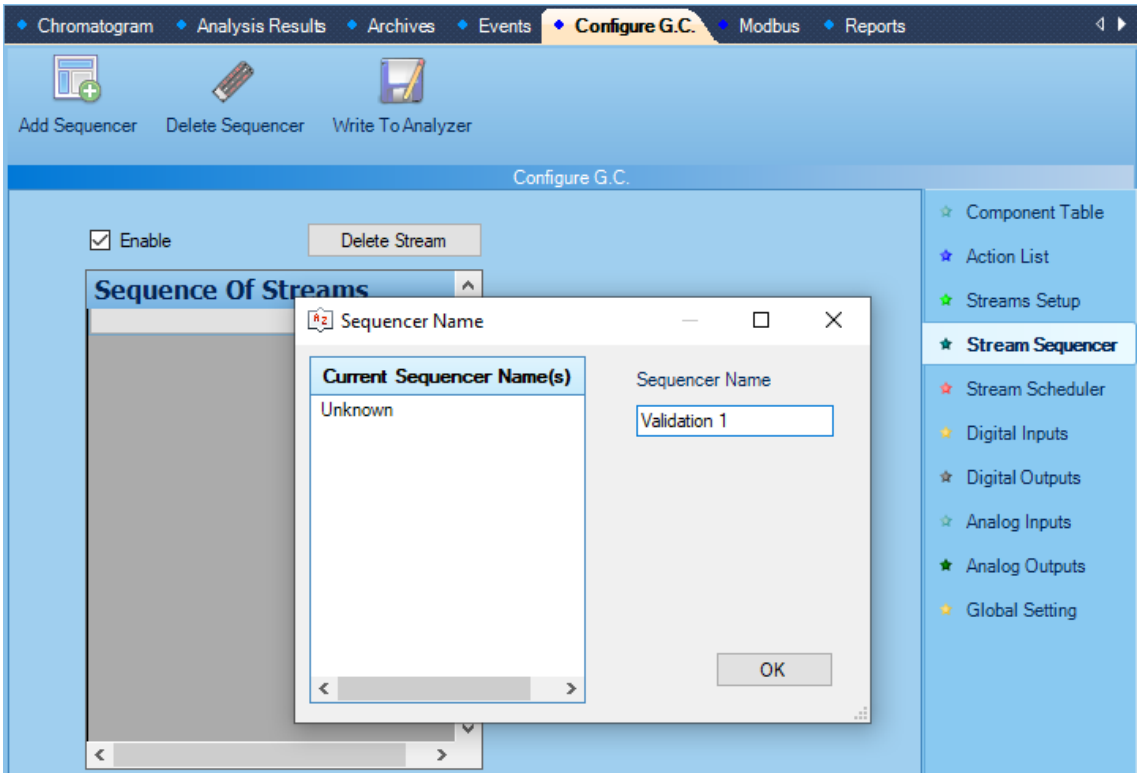

Figure 6-1: Creating a new validation sequence in the Stream Sequencer
b) A pop-up prompt will ask the User to give the new Sequencer an appropriately descriptive name as shown in Figure 6-1. Once complete, click OK.